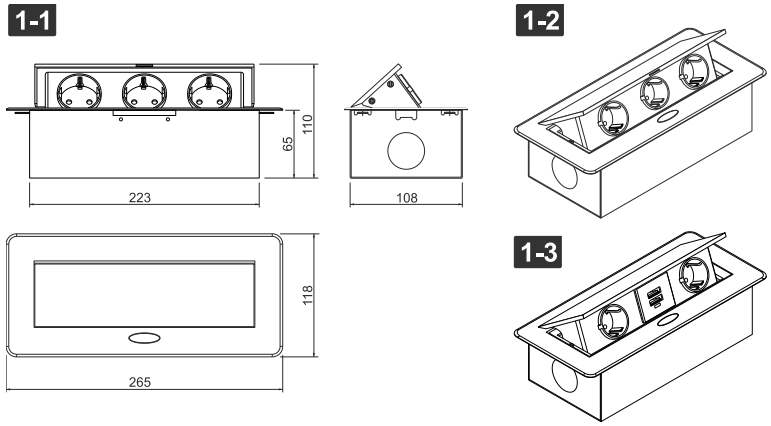

Рис. 1
- Блок розеток выдвижной горизонтальный (Рис.1) (в дальнейшем **— блок розеток**) предназначен для установки на кухне, на рабочем столе дома и в офисе, на рабочей станции, в гостиничном номере, конференц-зале.
- Размеры блока розеток и внешний вид указаны на Рис.1.